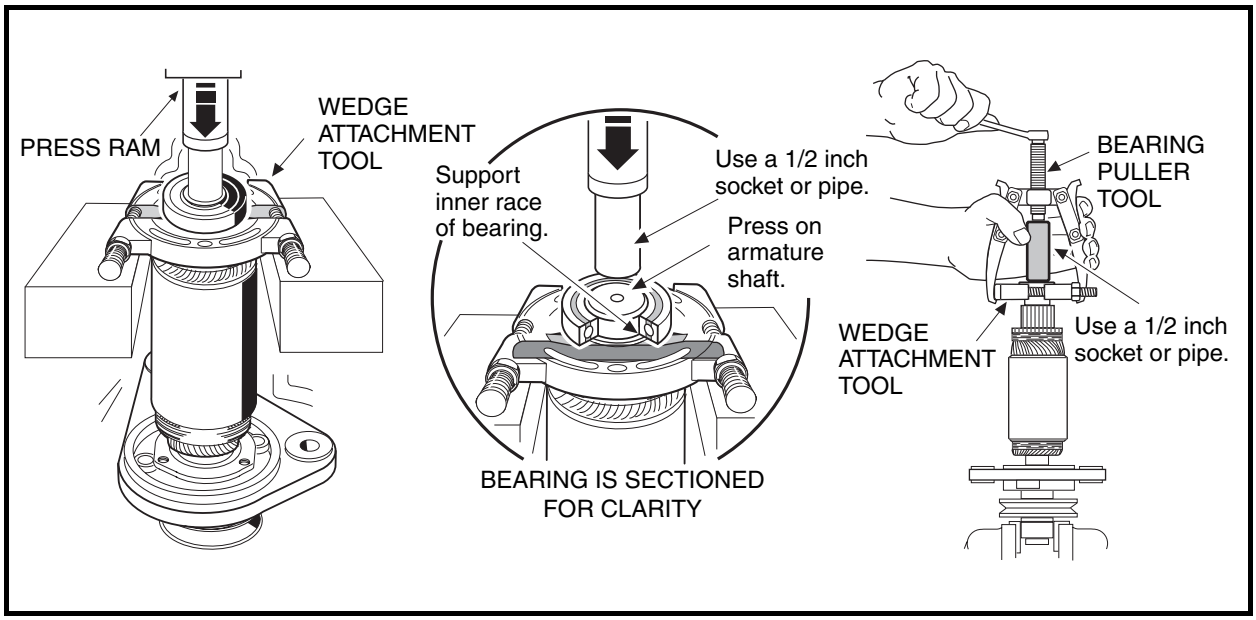

Figure 12-9 Bearing Removal
1. Place the wedge attachment tool (CCI P/N 1012812) between the bearing and the armature. Make sure the wedge attachment tool is supporting the inner race of the bearing. If a press is not available, secure a bearing puller (CCI P/N 1012811) to the wedge attachment tool and pull the bearing off of the end of the armature shaft. Support the armature so that it will not drop when the bearing is removed **(Figure 12-9, Page 12-6)**.